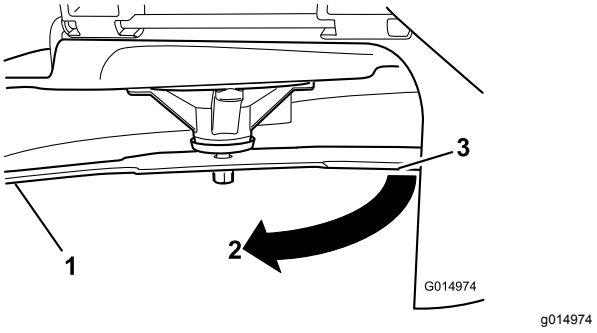

Figur 65
3. Målt afstand mellem skærekniven og overfladen (A)
4. Drej samme skærekniv 180 grader, så den modsatte skærekant nu befinder sig i samme position (Figur 65).